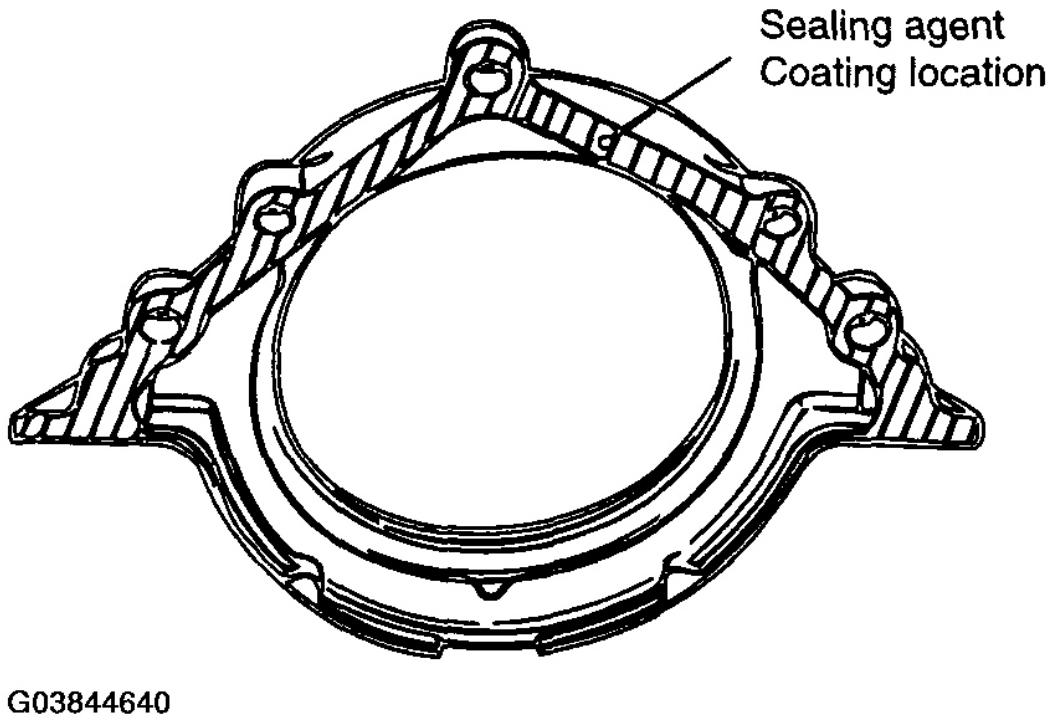

Fig. 115: Identifying Sealing Agent Coating Location
9. Apply sealant to the area shown in **Fig. 115** . Install the oil seal case in the cylinder block.